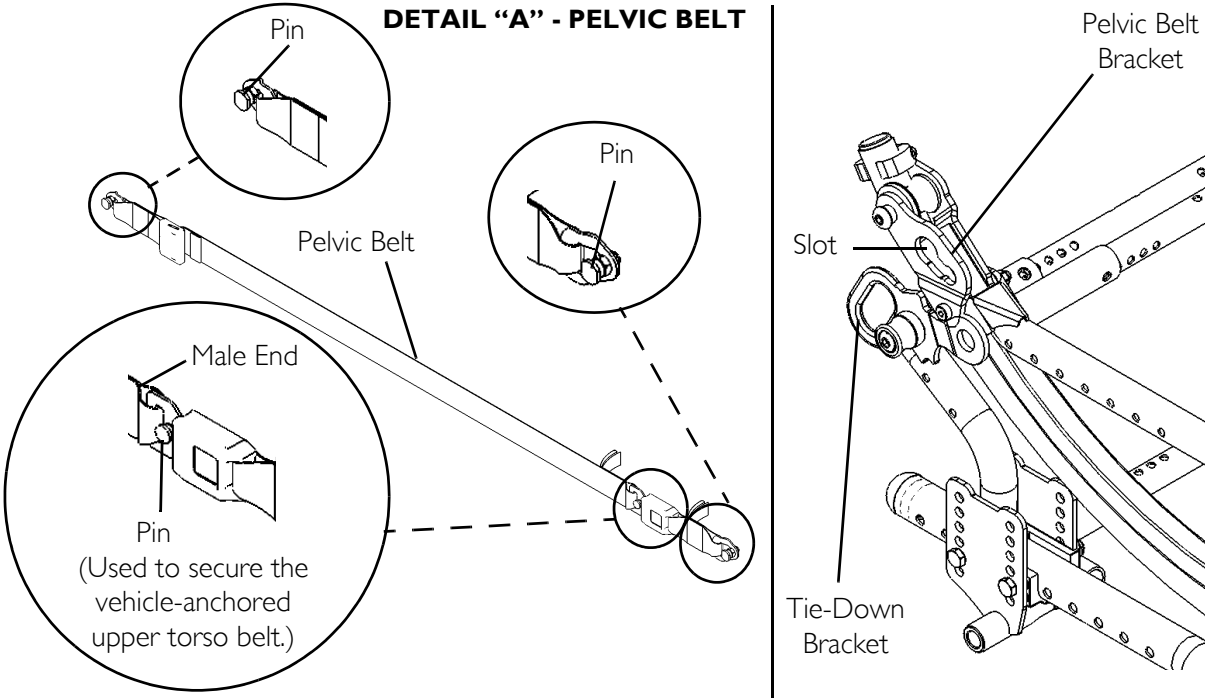

FIGURE 3 Wheelchair-Anchored Belts
1. Tilt wheelchair until horizontal lines on tilt angle indicator are aligned with the dot on the rocker tube. Refer to Engaging Tilt-In-Space on page 54 and Detail “A” in FIGURE 3.
1. Install the pelvic belt pin (Detail "A" of FIGURE 3) into slot in the pelvic belt bracket. Pull upwards until it snaps into place.
Note the position of the male end of the belt when installing the pelvic belt onto the pelvic belt brackets. The male end of the pelvic belt (Detail "A" of FIGURE 3) has a pin which is used to secure the vehicle-anchored upper torso belt.